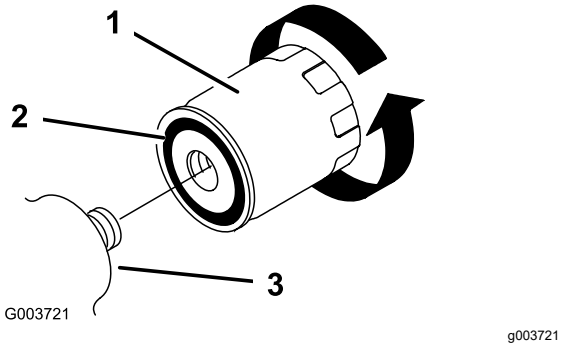

Figuur 41
5. Verwijder het oude filter (Figuur 41) en veeg het oppervlak van het filtertussenstuk schoon.
6. Smeer een dun laagje hydraulische vloeistof op de rubberen pakking van het nieuwe filter (Figuur 41).
7. Monteer het nieuwe hydraulische filter op het filtertussenstuk (Figuur 41). Draai het filter rechtsom totdat de rubberen pakking contact maakt met het filtertussenstuk. Draai het filter vervolgens nog eens ½ slag.